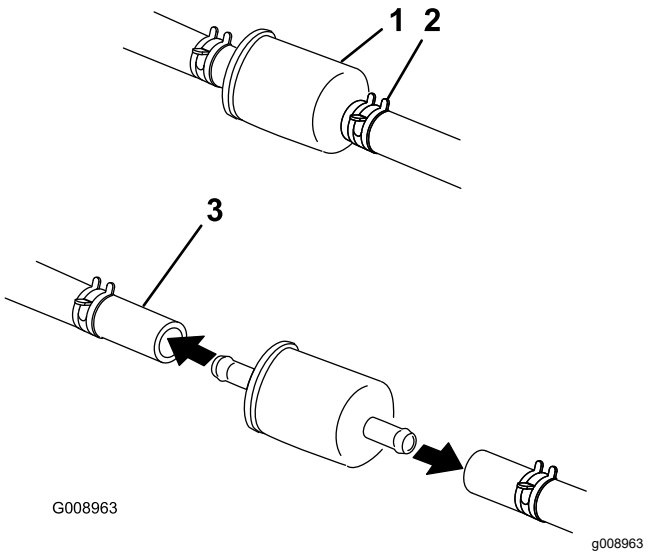

Figur 65
5. Byt ut bränslefiltret (Figur 65).